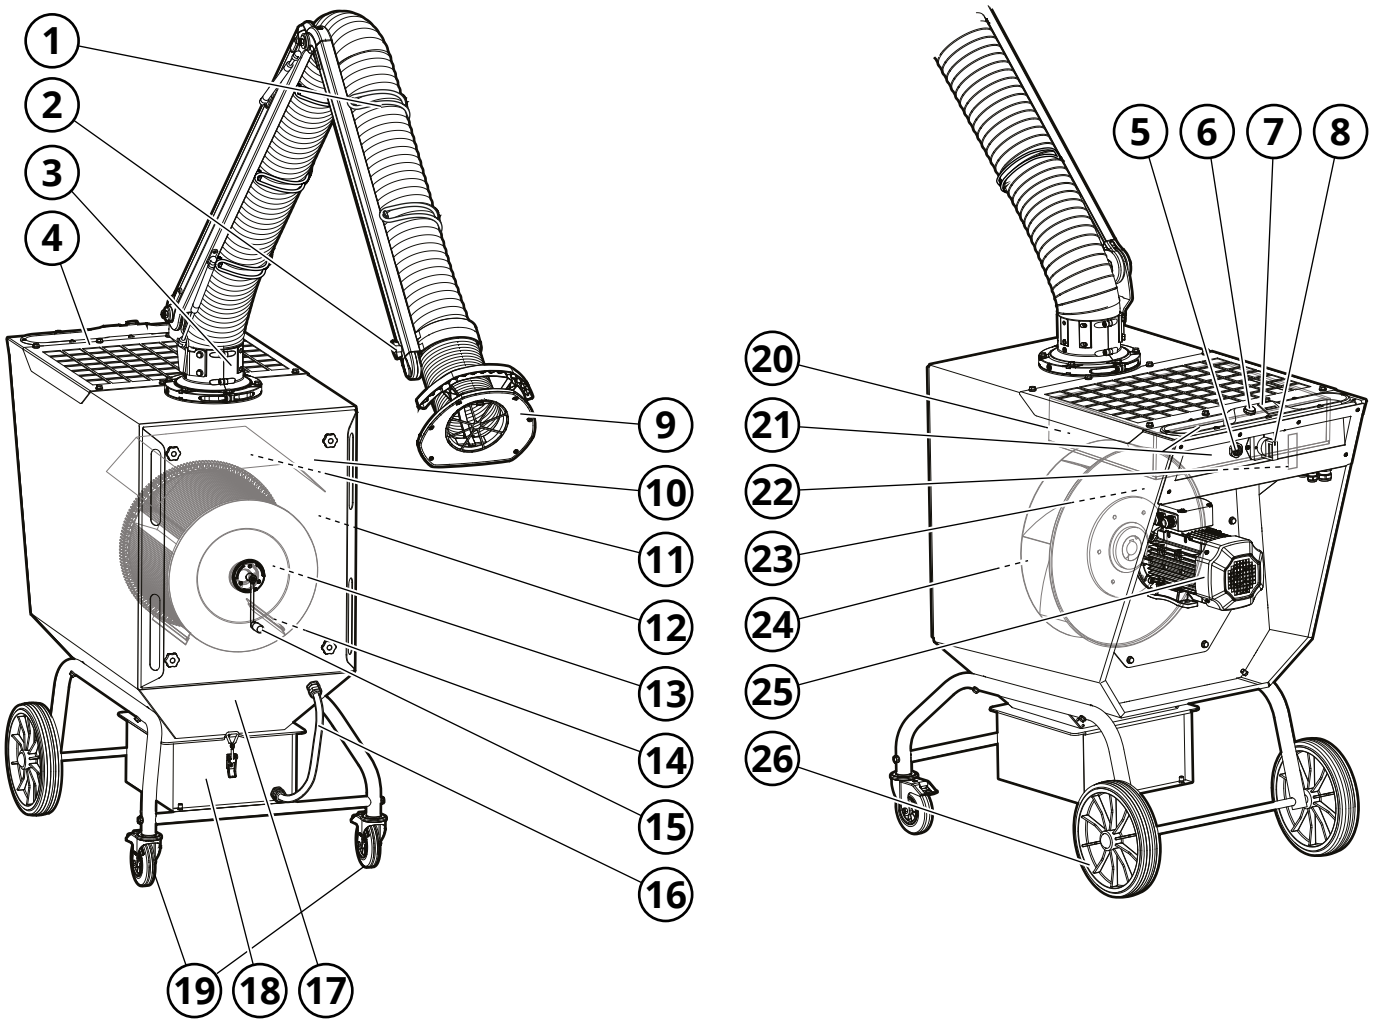

Fig. 2
Se **Fig. 2**.
Förorenad luft sugs in via punktutsuget (1, **Fig. 2**) till maskinens smutsiga sida (12), där luften renas genom filterpatronen (13). Filtreringsgraden är ≥ 99% för rök- och dammföroreningar från svetsning av höglegerade stål, som t.ex. stål med en nickel- och kromhalt på 30%. Därefter sugs den renade luften genom fläkthjulet (24) och skickas vidare ut från filterenhetens rena sida (23) genom utloppsgallret (4).